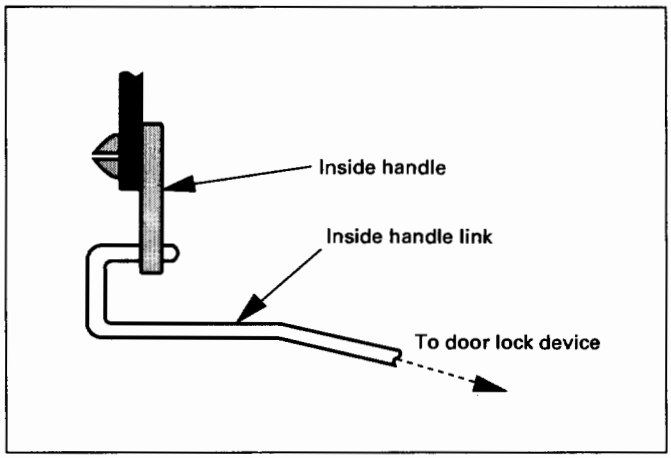

Fig. 10-46
1. When installing the inside handle, assemble it only provisionally to the inside handle link. (Fig. 10-46)